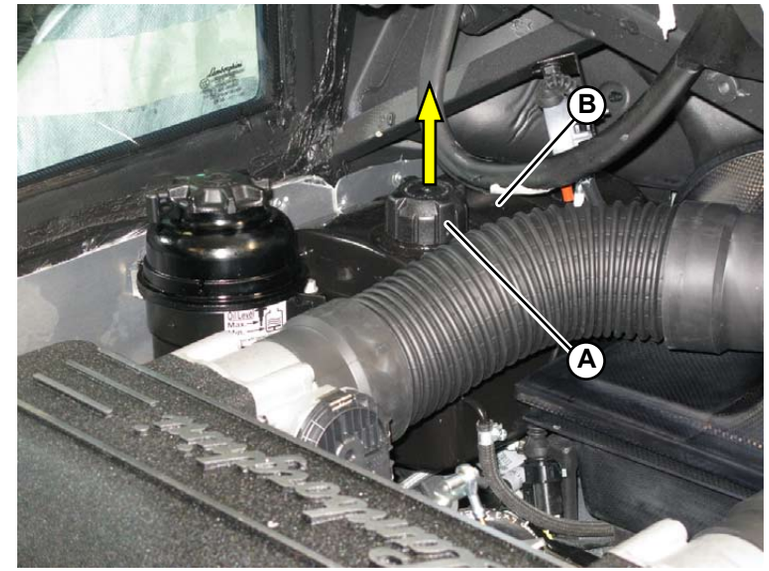

Fig.1
4. Because the system is fully circulating, all of the air is conveyed into the reservoir (**B-Fig. 1**) and exits the mouth that was purposely left open.
5. After bleeding, screw the cap on again (**A-Fig. 1**).